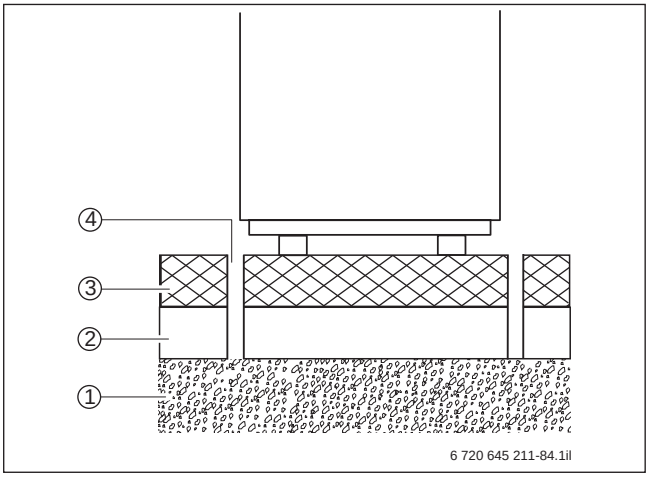

Bild 14 Estrich aussparen
- Um Schwingungen und Geräusche im Gebäude zu minimieren, sollten Wärmepumpen so gut wie möglich vom Baukörper entkoppelt werden. Grundsätzlich zu vermeiden ist etwa die Aufstellung von Wärmepumpen auf Leichtbaudecken und -böden. Eine gute Schalldämmung erreicht man mit einer untergelegten Gummimatte. Bei schwimmendem Estrich sollten Estrich und Trittschalldämmung um die Wärmepumpe herum ausgespart werden (→ Bild 14).